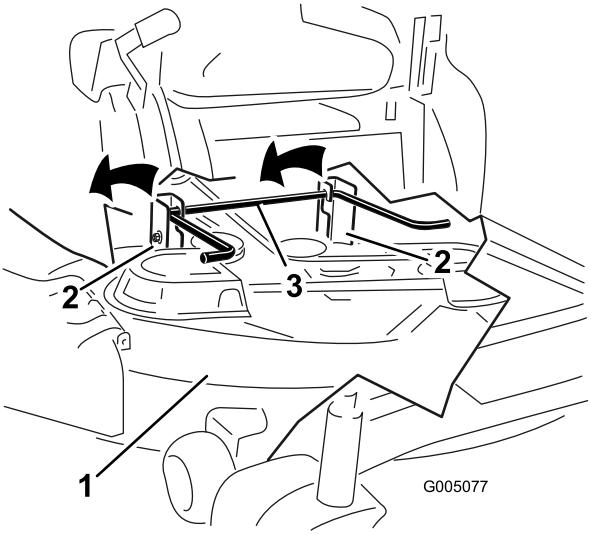

Figur 67
7. Lyft klipparen och hållarfästena så att de går fria från den bakre lyftstången och sänk försiktigt ned klipparen till marken (Figur 67).
5. Lyft upp klippardäckets bakre del och för hållarfästena över den bakre lyftstången (Figur 67).